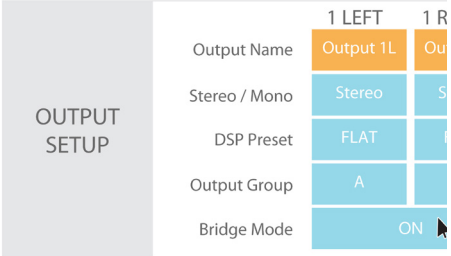

Figure 11: Bridging Channels
1. Use the left audio input when operating the amplifiers output in bridge mode (see Figure 11).
2. Select ON in the bridge mode (see Figure 11).